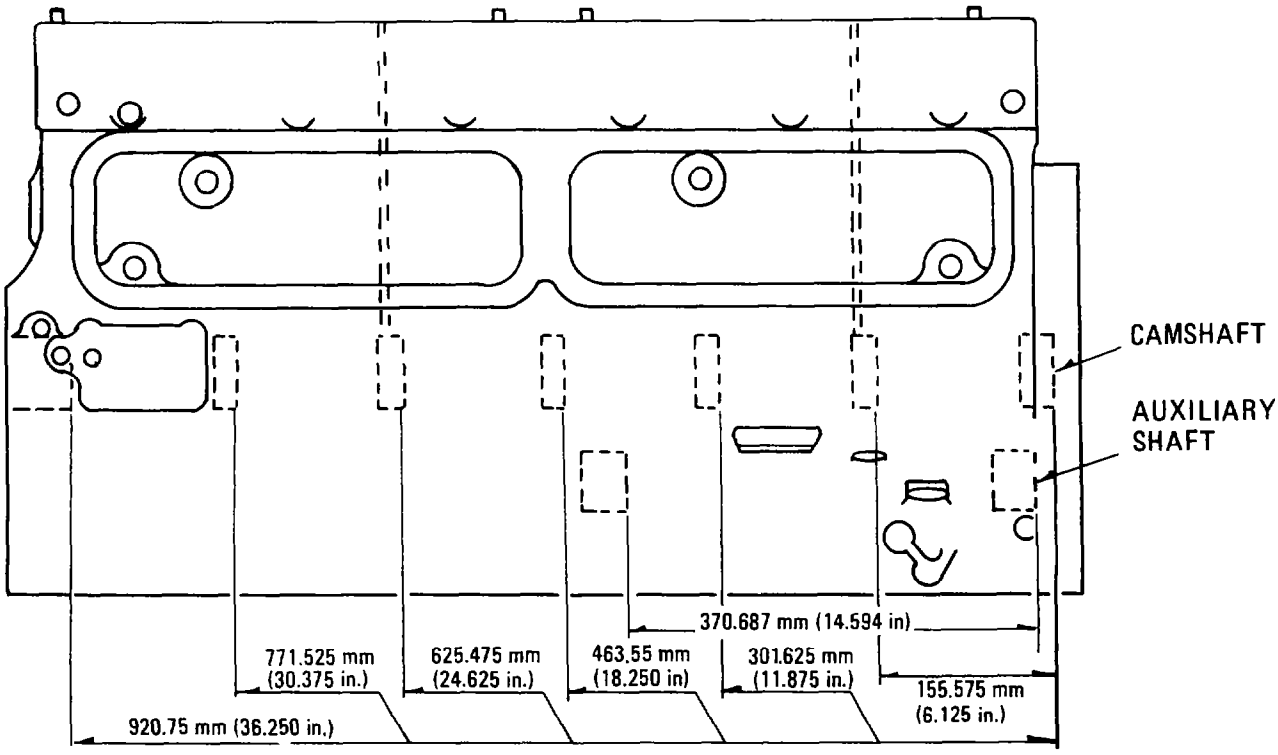

Fig. 59 — Camshaft Bearings — Installation Distances
3. All the bearings must be installed so as to locate at set distances measured from the thrust washer mounting surface to the forward edge of the bearings (see fig. 59). The thrust washer must be removed when locating the bearings.
NOTE: 1. The auxiliary shaft bearings must be installed so as to locate at set distances measured from the thrust washer mounting surface to the forward edge of the bearings. The thrust washer must be removed when locating the bearings (refer to fig. 59).